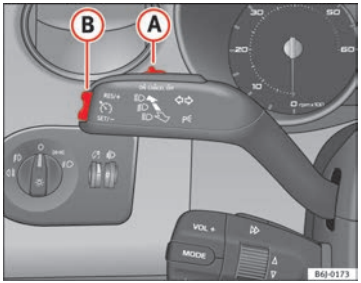

Fig. 111 Turn signal and main beam headlight lever: switch and rocker switch for the cruise control
– Move the control ⇒ fig. 111 (A) to the left to **ON**.